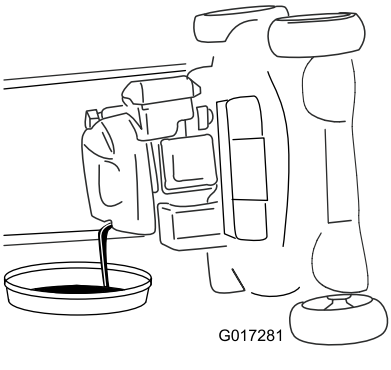

Figur 33
4. Tip maskinen over på siden (så luftfilteret vender opad), så olien kan løbe ud af oliepåfyldningsrøret (Figur 33).